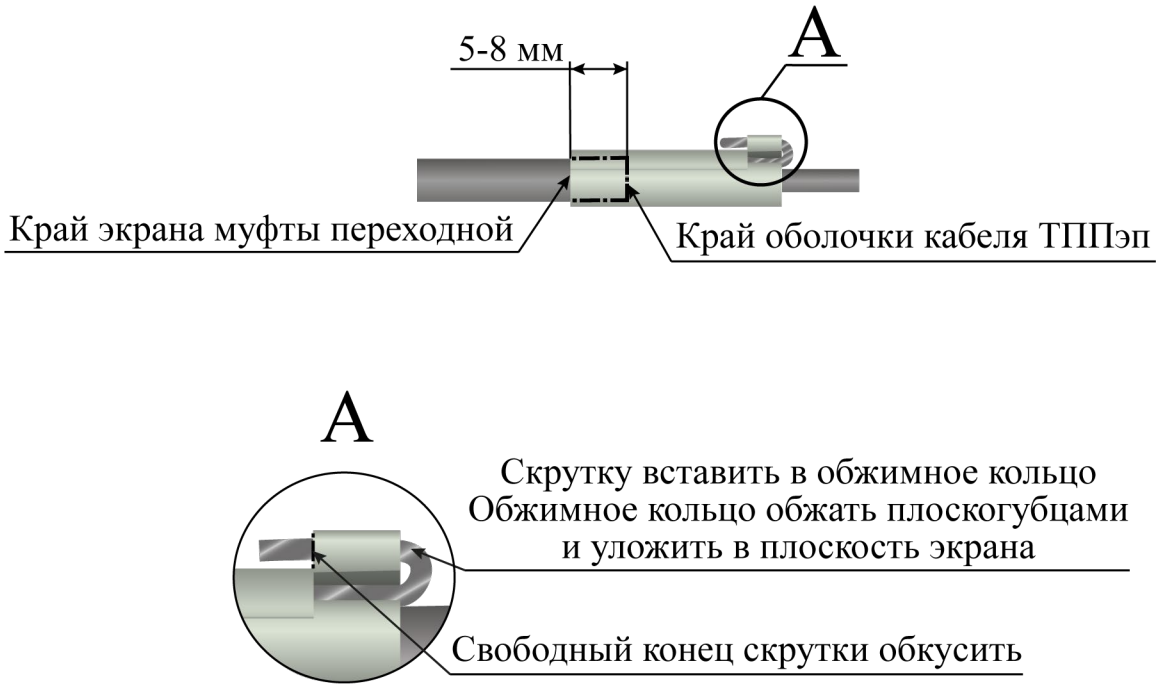

Рисунок 4.31
– скрутку экранных проводников кабелей ТППэп и РК вставить в обжимное кольцо экрана муфты переходной, обжать плоскогубцами (рисунок 4.31);